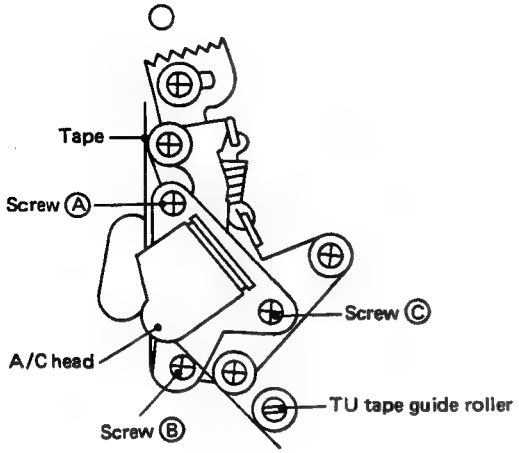

Fig. 2-51 A/C head height
6. When the tape is running normally, adjust screws Ⓐ, Ⓑ and Ⓒ (Fig. 2-51) by small and equal amounts in order to obtain the maximum levels.
3. Adjust screws Ⓐ and Ⓑ (Fig. 2-51) for maximum levels and to eliminate phase difference between the channels.